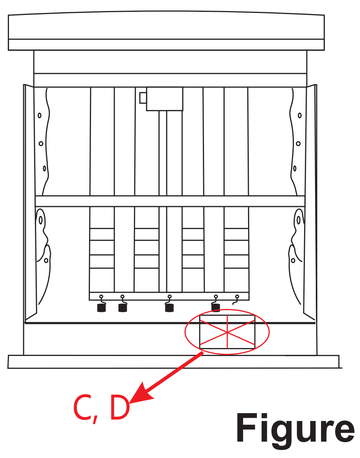

Figure 1
Detach the Transformer (C) and the AC Power Cable (D) from the bottom of the Seat (B). (See Figure 1.)